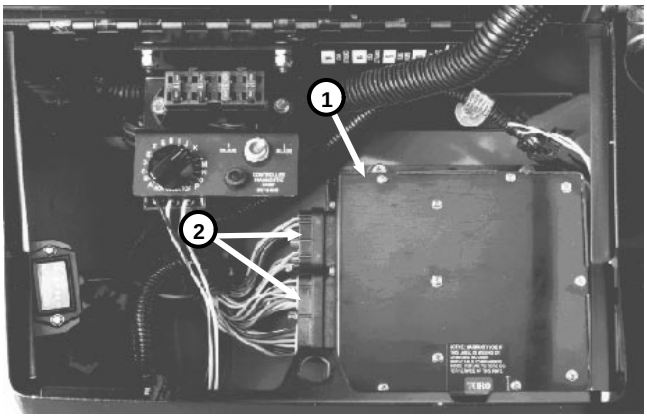

Figure 40
3. Loosen nuts on wiring connectors with a 1/4" nut driver, then disconnect wiring connectors from ECU (Fig. 40).